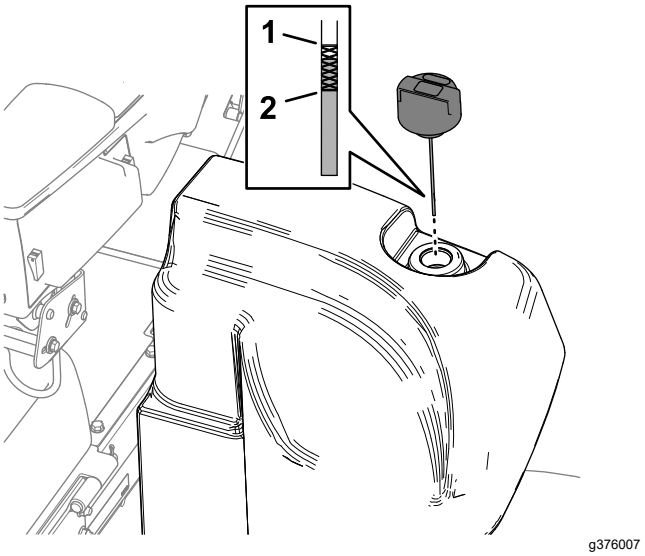

Figura 142
2. Curăai zona din jurul buonului i a capacului rezervorului de ulei hidraulic (Figura 142).